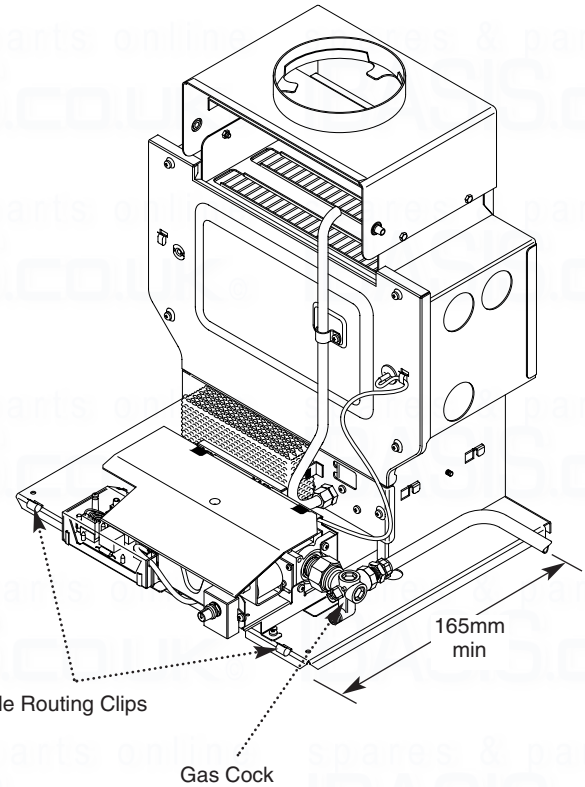

Fig. 6
4.7 Gas Supply (Fig. 6)
3. It is preferable to route the electrical supply cable to the left hand side of the builders opening. If however it must come from the right hand side it must be routed via the clips provided and not restrict the servicing of the appliance (Fig. 6).